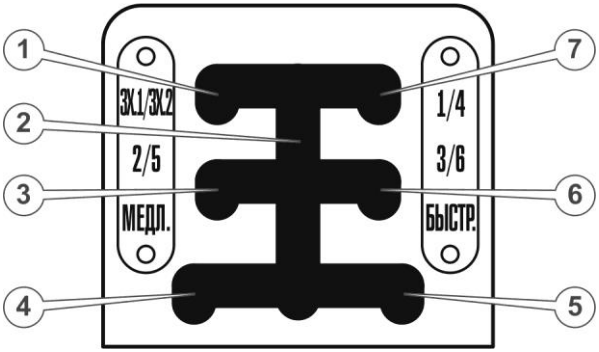

Рисунок 37. – Схема перемикання передач
1. Встановити важіль перемикання передач у нейтральне положення (2) (див. рис. 37.)
4. Опустити важіль перемикання передач в крайнє нижнє положення і обрати необхідний діапазон – позиції (4) або (5) (див. рис. 37.) (повільно або швидко)
5. Обрати необхідну передачу: встановити важіль перемикання передач в положення (3), (6) або (7), в залежності від необхідної швидкості переміщення (див. табл. 4.)
4. Опустити важіль перемикання передач в крайнє нижнє положення і обрати необхідний діапазон – позиції (4) або (5) (див. рис. 37.)
5. Встановити важіль перемикання передач в положення (1) (див. рис. 37.)